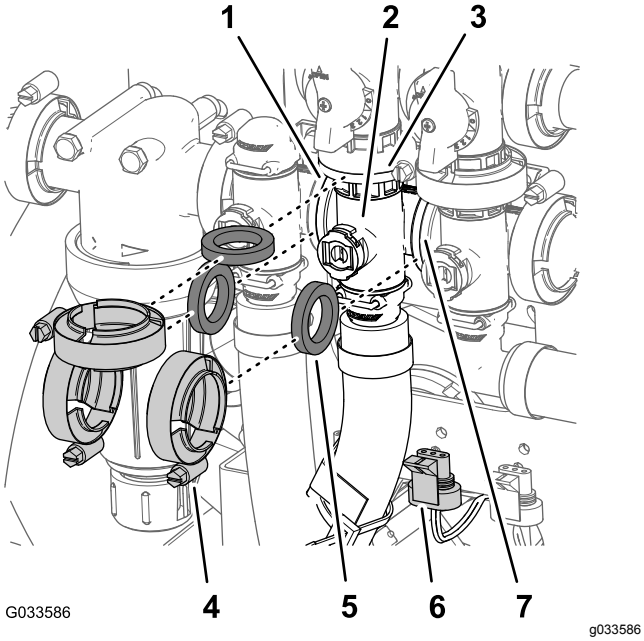

Figur 115
1. Fjern de tre flensklemmene og de tre pakningene som fester manifolden for risteventilen (Figur 115) til risteomløpsventilen, mengderegulatorventilen og hovedbomventilen.